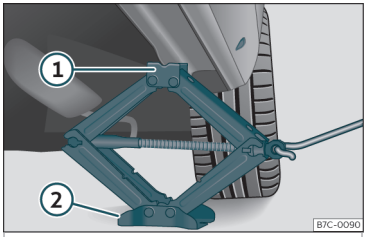

Fig. 39 Larguero: colocación del gato del vehículo.
- Gire la manivela del gato*, situado bajo el punto de apoyo del larguero, para elevarlo hasta que la pestaña ① ››› **fig. 39** quede situada bajo el alojamiento previsto.
- Alinee el gato* de modo que la pestaña ① "agarre" en el alojamiento previsto del larguero y la placa base móvil ② quede apoyada en el suelo. La placa base ② debe caer en la vertical respecto al punto de apoyo ①.